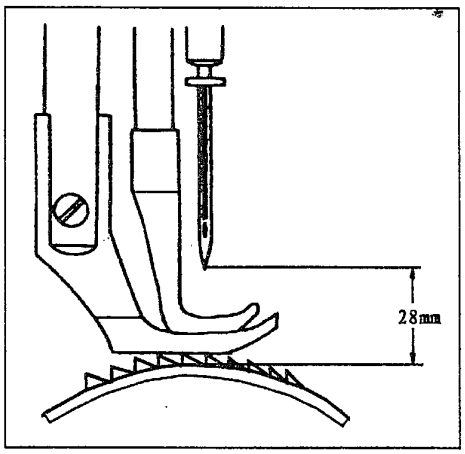

Fig.10
14、ADJUSTING THE HEIGHT OF THE NEEDLE BAR (Fig.10)